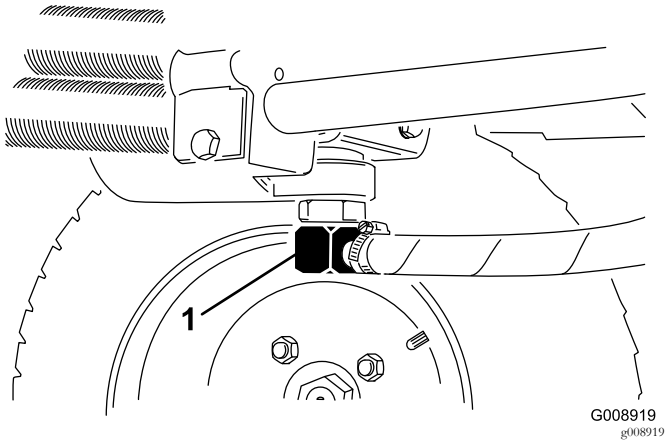
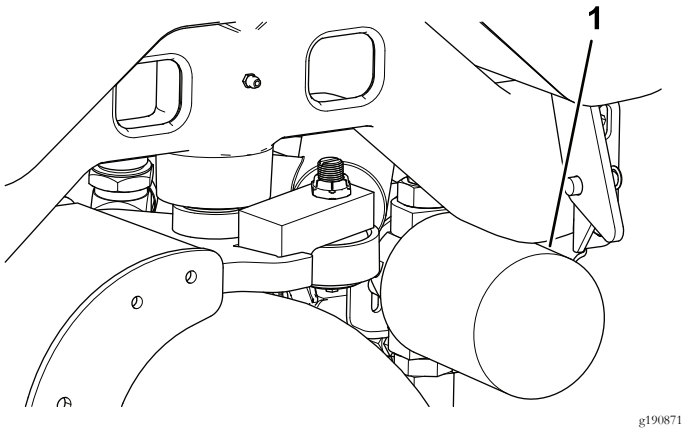

Figur 74
Figur 75
2. Frakobl hydraulikrøret (Figur 74), eller fjern hydraulikfilteret (Figur 75), og lad hydraulikolien løbe ned i en dræningsbakke.
4. Anbring en dræningsbakke under filteret (Figur 75), og fjern filteret.